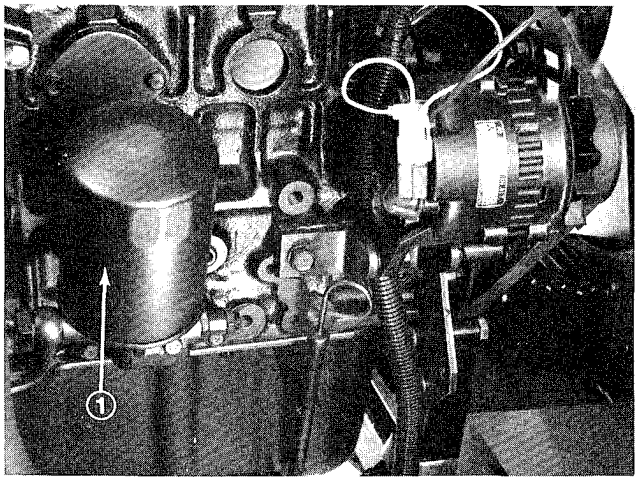

Figure 30
2. Remove oil filter (Fig. 30). Apply a light coat of clean oil to the new filter seal before screwing it on. DO NOT OVER–TIGHTEN.